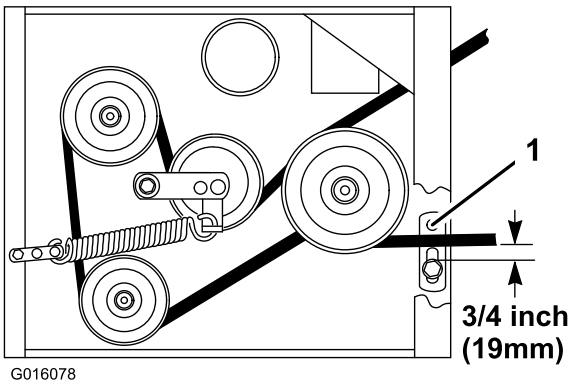

Figur 46
8. Kontrollera remstyrningen under motorramen med avseende på korrekt justering (Figur 46).
Obs: När klipparremmen kopplas in ska avståndet mellan remstyrningen och klipparremmen vara 19 mm (Figur 46). Justera klipparens remstyrning efter behov. Den frånkopplade remmen ska inte slacka eller falla av remskivan när styrningarna är korrekt justerade.